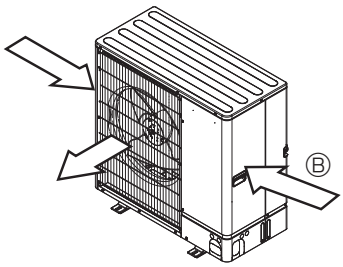

Fig. 1-6
③ Position the unit so that the air outlet blows perpendicularly to the seasonal wind direction, if possible. (Fig. 1-6)